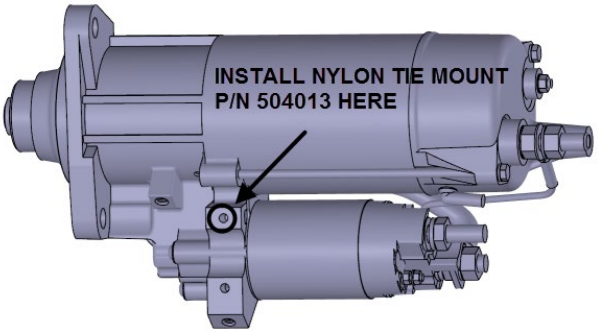
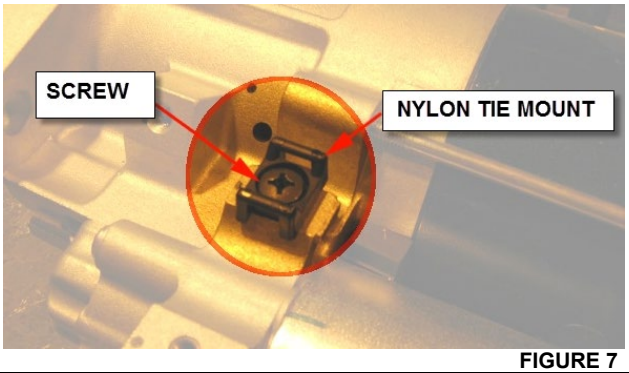

**FIGURE 6**
**FIGURE 7**
e) Install a nylon tie mount p/n 504013 on the starter. Refer to FIGURE 6 for proper location. Secure the nylon tie mount with one screw *p/n 502817* (FIGURE 7).